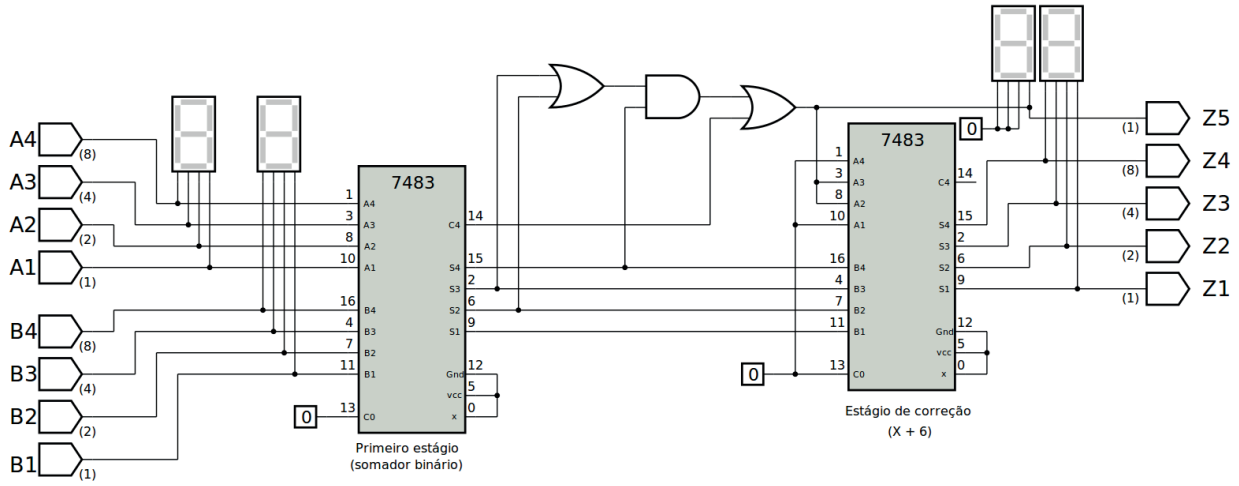
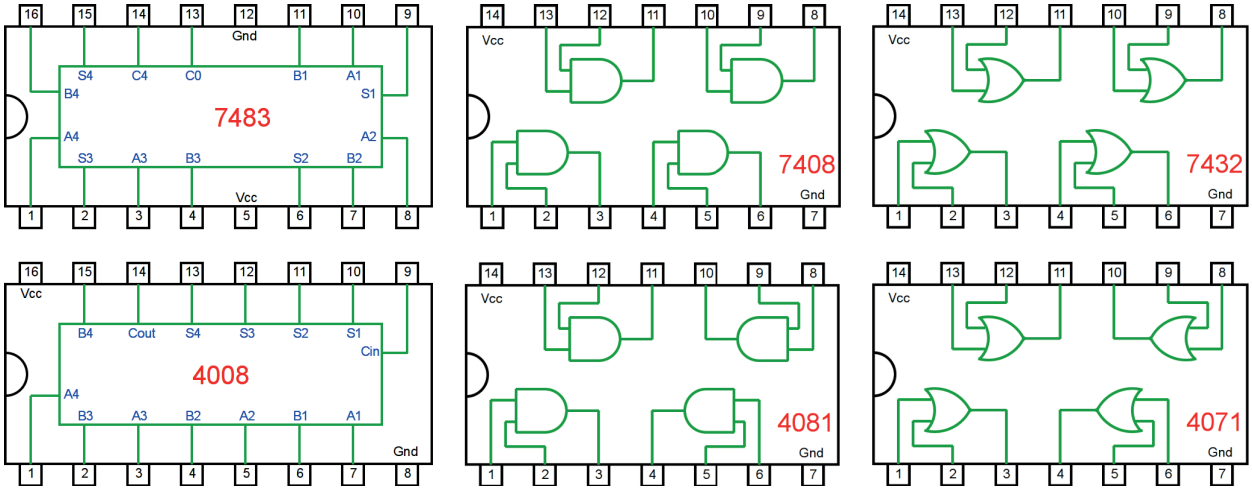

Figura 6.33 – Diagrama esquemático.
Figura 6.34 – Pinagem dos componentes (TTL e CMOS) para a placa de montagem.
A Figura 6.33 mostra um circuito somador de 4 bits BCD (Binary Coded Decimal). Neste circuito, são adicionadas as entradas BCD A (A4 A3 A2 A1) e B (B4 B3 B2 B1). Como as entradas A e B são definidas como BCD, espera-se que sejam aplicadas como um dos seguintes valores: 0, 1, 2, ..., 9, porque os valores restantes, a saber 10, 11, 12, 13, 14, 15 (valores hexadecimais A, B, C, D, E e F) são indefinidos para a aritmética BCD. Naturalmente, seria fácil projetar um circuito especial para a aritmética decimal com código binário. No entanto, isso raramente é feito. O circuito mostrado aqui baseia-se no mesmo truque que é frequentemente usado em microprocessadores para instruções aritméticas BCD. Por exemplo, muitos microprocessadores, incluindo as famílias Intel 808x e Motorola 68xx, fornecem uma instrução especial de acumulador de ajuste decimal (DAA). Uma adição de BCD é então executada em duas etapas, ou seja, uma adição padrão seguida pela instrução DAA. A operação básica executada pelo DAA é adicionar um valor constante de 6 para cada dígito BCD que transbordou durante a primeira adição. Apenas muito pouca lógica é necessária para implementar esta operação. Para tornar esse comportamento explícito, o circuito mostrado na Figura 6.33 usa dois estágios de somadores binários, cada um construído com um único somador de 4 bits 74LS83 ou 4008. O primeiro estágio consiste apenas no somador binário. O segundo estágio usa algumas portas para verificar um estouro decimal, ou seja, valores de saída maiores que 9. Se um estouro é detectado, o segundo somador é conectado para adicionar o valor 6 (0110) à saída do primeiro somador - que é equivalente a uma subtração de 10, desfazendo assim o estouro do primeiro estágio. O valor de saída de 4 bits resultante (Z4 Z3 Z2 Z1) e o transporte de 1 bit (Z5) são a soma correta na aritmética do BCD.
1. Monte o circuito da figura 6.33 na placa de montagem, conforme figura 6.34 (versão TTL) ou 6.35 (versão CMOS).
4. Utilize um programa de simulação em computador (SmartSim, Atanua, Qucs) faça a simulação do circuito da figura 6.33. Compare os resultados com a tabela 6.12.